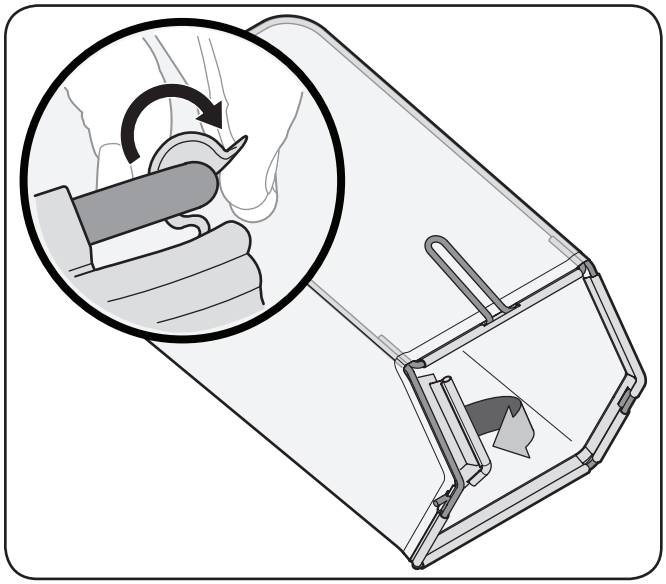

Figura 3-7
b. Deslice el canal de plástico sobre los ganchos del marco. Vea Figura 3-7.